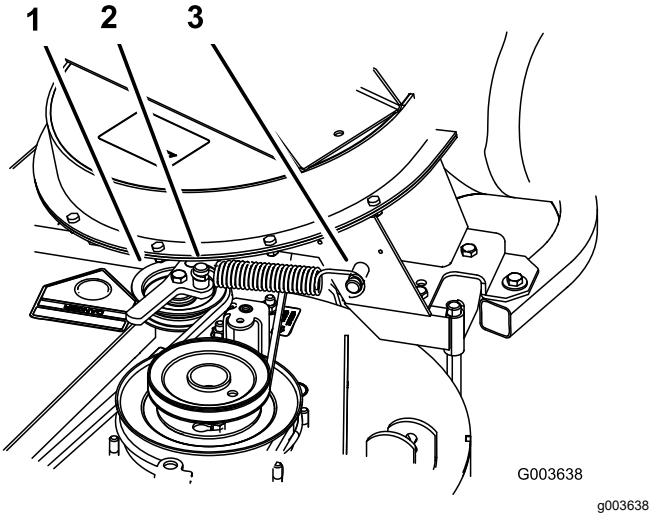

Figur 43
6. Monter fjederen som vist i Figur 43.